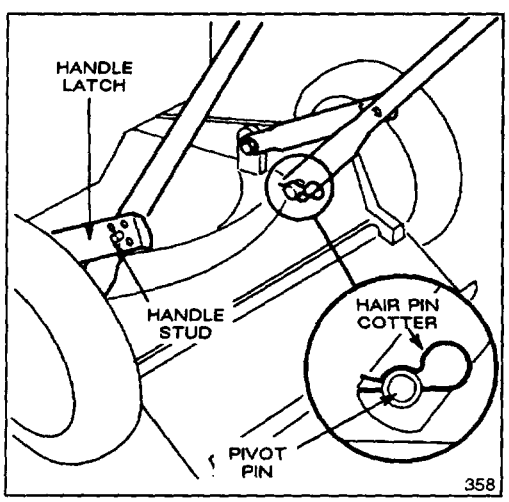

Figure 1
1. LOWER HANDLES (Fig. 1)—Push ends of handle together and install on pivot pins. Bend handle latches slightly toward each other. Control cables must be positioned on insides of lower handle. Move handle and latches backward until handle studs snap into center hole. Push hair pin cotters through holes in pivot pins.